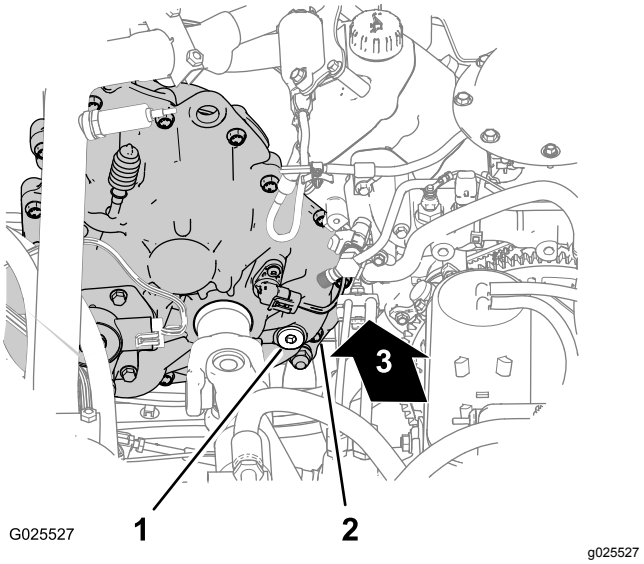
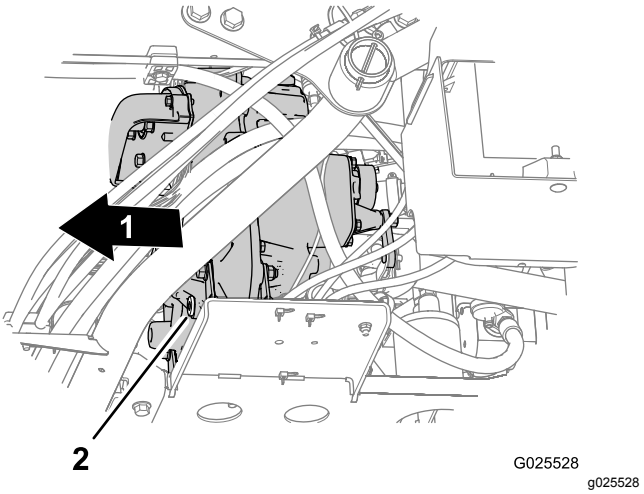

図 58
図 59
2. トランスミッションの後部、車幅方向内側の低い位置にある補給用プラグ、および、トランスミッションの前部、車幅方向外側にあるドレンプラグを探し出す図 58と図 59。
3. 補給ポートから補給プラグを外すプラグを左に回す図 58。
4. ドレンプラグの下にオイルを受ける容器をおく図 59。
5. ドレンポートからドレンプラグを外すプラグを左に回す図 59。
6. ドレンプラグを取り付ける(図 59)。
7. 補給ポートから、トランスミッションオイルDexron VI 700 ml を入れる図 58。
8. 補給プラグを取り付ける図 58。